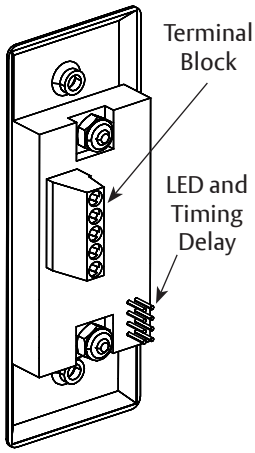

Figure 4
2. Use small flat head screwdriver to connect 24VDC and activation wiring with terminal block. (Fig 4) See “Wiring”, page 2 and appropriate wiring diagram of door operator instructions.